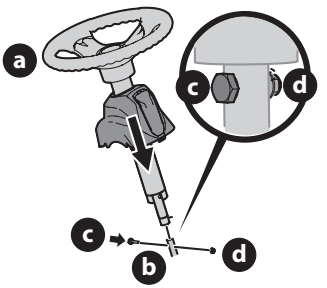

Figure 2
2. Enlevez le boulon à épaulement et le contre-écrou de l'arbre de direction et gardez-les pour utilisation ultérieure (Figure 2).
4. Abaissez le volant (a) sur la partie inférieure de l'arbre de direction (b) et maintenez-le en place avec la boulon à épaulement (c) et le contre-écrou (d) retirés plus tôt (Figure 2).